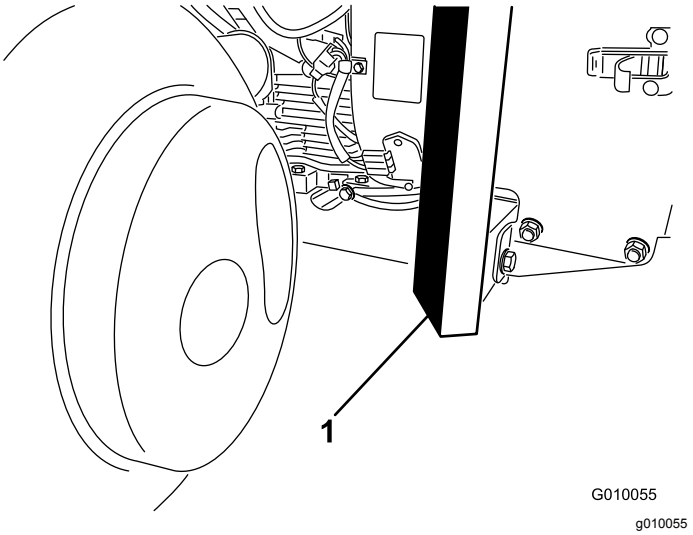

**Figur 41**
3. Placera domkraften på ett säkert sätt under ramens främre del (Figur 41).